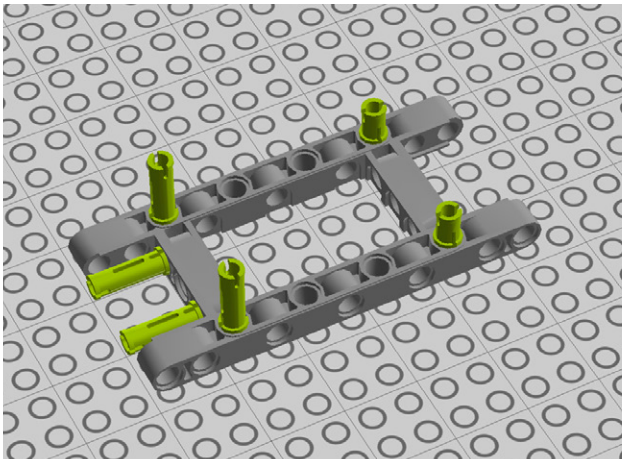

Figure 7-21. *Step 14: Preparing the frame*
14. Begin with a 5x11 Technic beam frame and add two connector pegs and four 3M connector pegs, as shown in Figure 7-21.